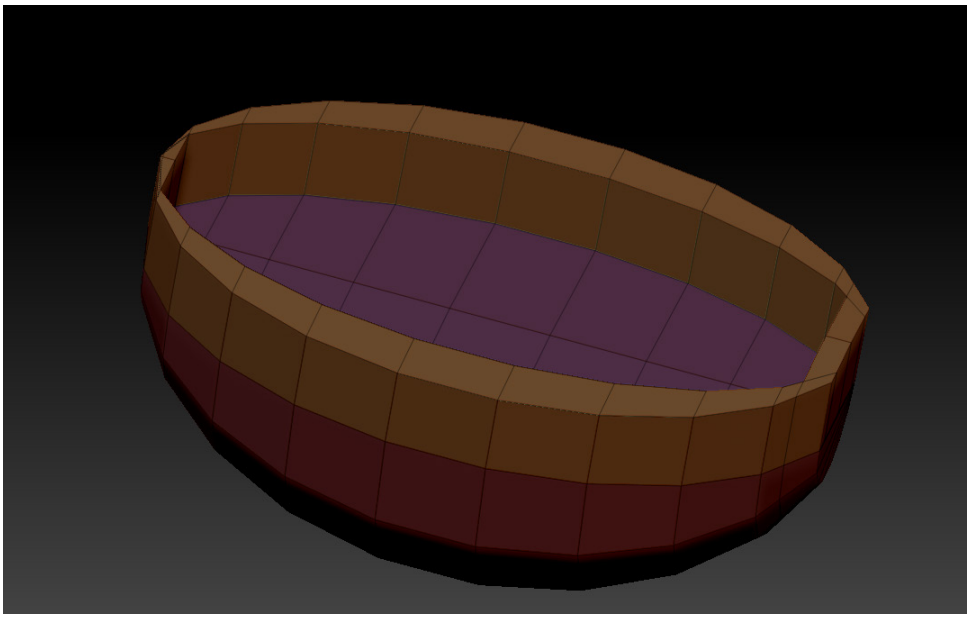

Figure 3-119 *The extruded polygon*
7. Hold the ALT key, select the corners of the polygon of the boat, and move the corners upward, as shown in Figure 3-119.